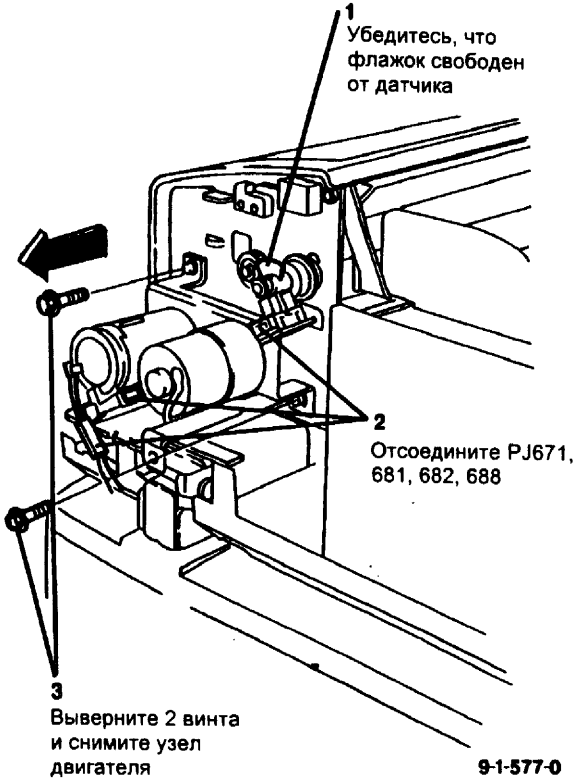

Рис. 1 Снятие узла двигателя
2. (Рис. 1) Снимите узел крепления двигателя подачи и подталкивателя.